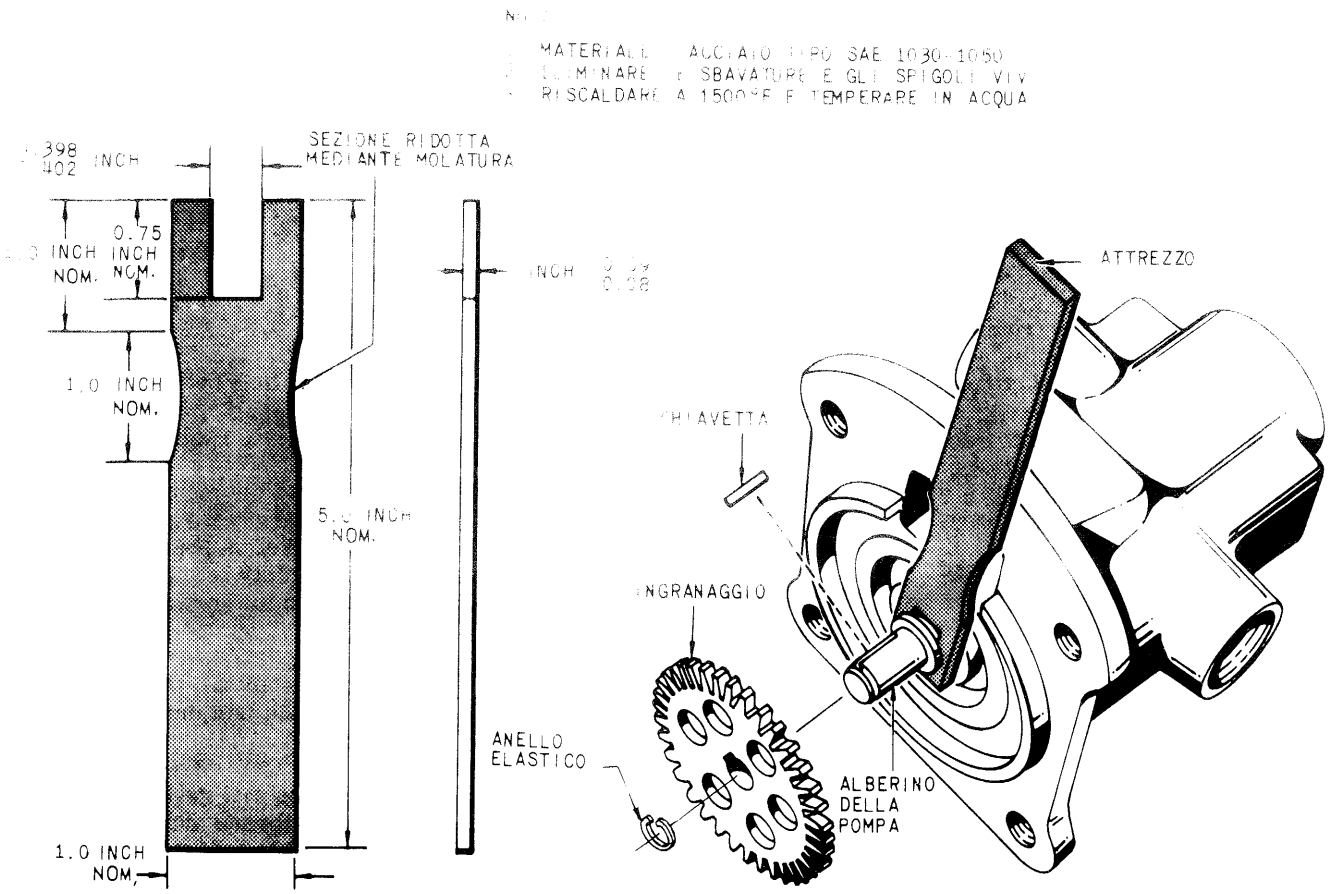

Fig. 13-19. Attrezzo per pompa ricupero olio scatola ingranaggi intermedia.
2. Installare l'ingranaggio di comando sull'alberino (mozzo dell'ingranaggio verso la pompa), accoppiando la scanalatura dell'ingranaggio con la chiavetta. Tenere fermo l'alberino della pompa usando l'apposita chiave a forcella illustrata in fig. 13-19.